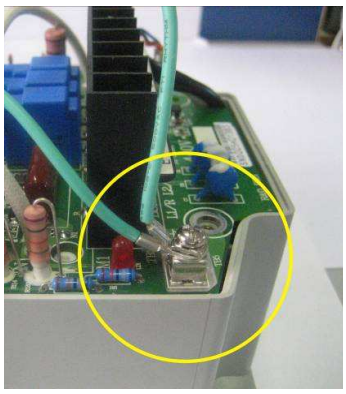

Рис. 7.7
7.3.5. Взять провод платы заземления 1, соединить его наконечник вместе с наконечником провода заземления 2 на клемме заземления и прикрутить винтом М3,5х6 (рис. 7.7).